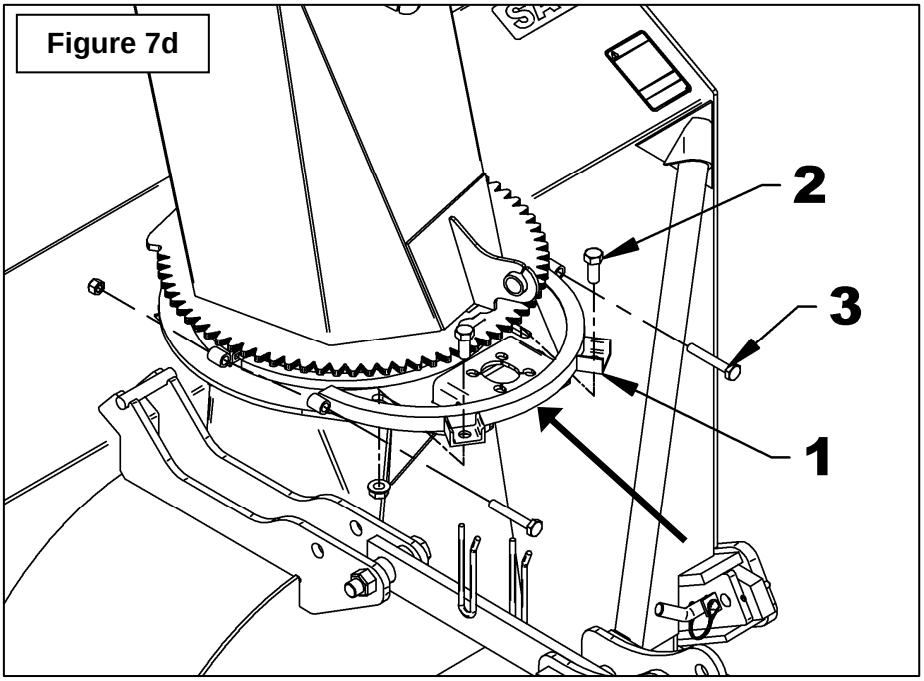

Figure 7d
6. **Figure 7d:** Installer la plaque de retenue (item 1) sur la souffleuse en enroulant chacun des deux bouts du coussinet à l'intérieur de la plaque de retenue. Aligner les trous verticaux de la plaque avec les trous oblongs (fig.7a) et fixer à l'aide des deux boulons 5/8" x 1 1/2" (item 2) et écrous à bride rainurée 5/8". Ne pas serrer.
7. **Figure 7d:** Insérer deux boulons 1/2" x 3 1/4" (item 3) pour relier les deux plaques de retenues ensemble. Rapprocher les deux plaques de retenue, en donnant quelques coups de marteau sur la tête des deux boulons en alternant. Si la plaque de retenue recule après chaque coup de marteau, visser légèrement les deux boulons 5/8" x 1 1/2" (item 2). Lorsque le bout des boulons (item 3) dépasse suffisamment, fixer à l'aide de deux écrous à bagues de nylon 1/2" jusqu'à ce que les deux plaques de retenue soient à environ 1/4" l'une de l'autre.
8. **Figure 7d:** Serrer les boulons 1/2" x 3 1/4" (item 3) pour réduire le jeu entre les deux plaques de retenues jusqu'à ce que la chute tourne avec une légère résistance.
9. **Figure 7d:** Serrer complètement les deux boulons 5/8" x 1 1/2" (item 2) selon la ***Table de Spécification des Couples*** à la fin du manuel..